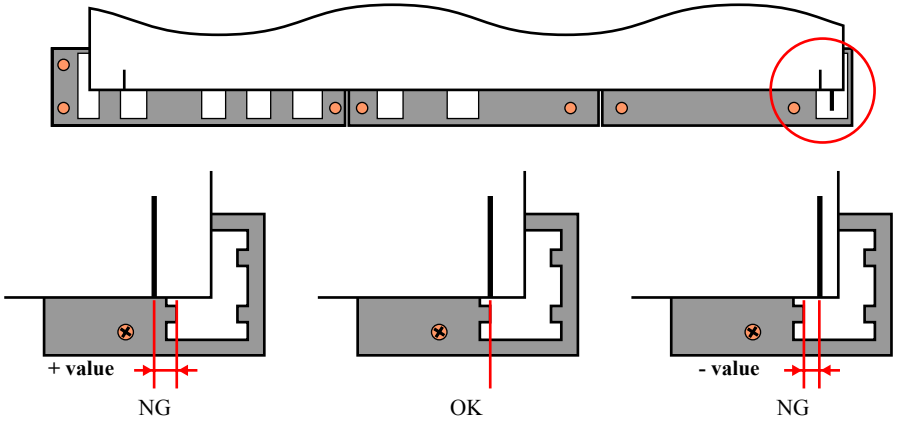

Figure 5-54. Adjustment Pattern
4. Check if the line printed on the right side of the paper (when viewed from the front of the printer) aligns with the edge of the platen tabs holding down the Ink Pad as shown in Figure 5-54. If it does, click the [Next] button to proceed to the next “Check Procedure”. If the line is not in proper alignment, measure the deviation (the gap shown by red arrows in Figure 5-54, and enter the measured value into the edit box.